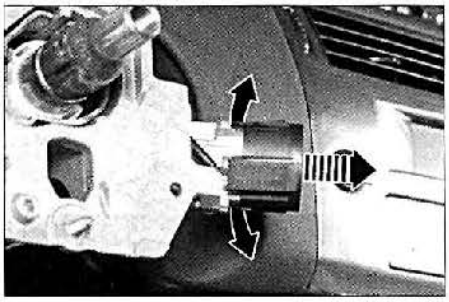

FIG. 35
• Desmontar la antena del transpondedor separando sus 2 lengüetas antes de deslizarla hacia el exterior **(fig. 35).**